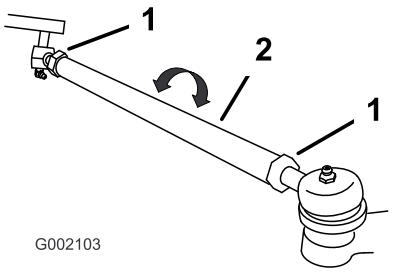

Figur 44
7. Hvis målingen ikke falder inden for 0 til 6 mm, skal kontramøtrikkerne løsnes i begge ender af forbindelsesstængerne (Figur 44).